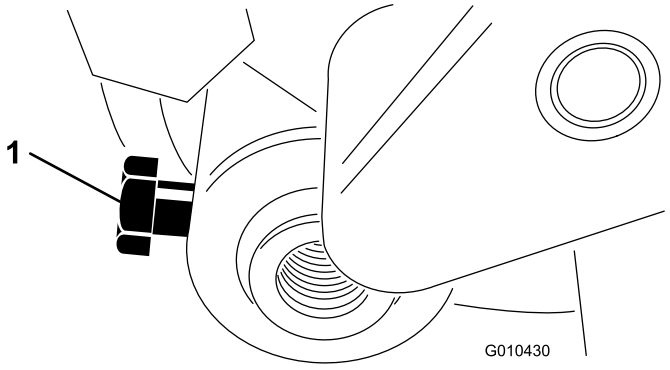

Figuur 30
3. Draai de bout los waarmee de as van de rol aan de maaihoogtearm is bevestigd (Figuur 30).